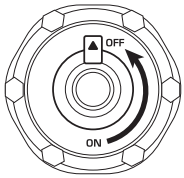

Fig. 4
6. După ce generatorul se oprește, lăsați-l să se răcească și închideți ventilul de aer de pe bușonul de combustibil (puneți pe „OFF", așa cum se arată în Fig. 4)